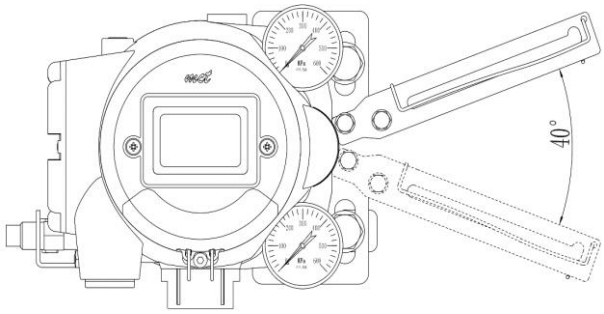

图 8 反馈杆的最大旋转角度
9. 安装后改变空气过滤减压阀的输出压力，使阀门全行程时 MCT 790 反馈杆的旋转角度应该在 20°～40°范围内，如图 8 所示。